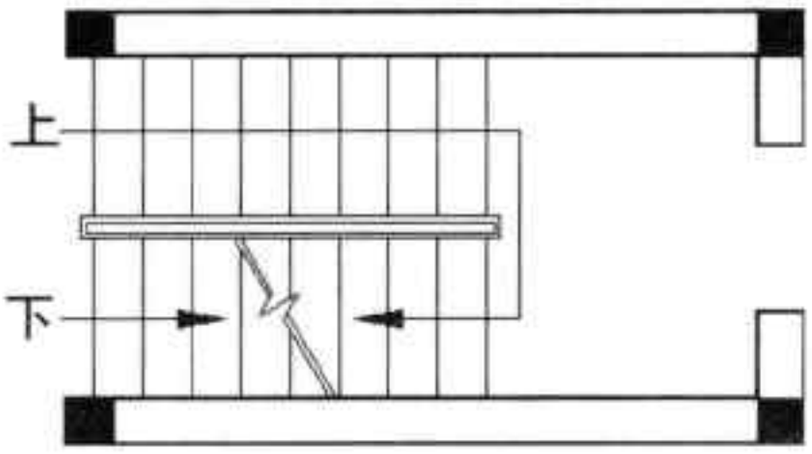

图2-30 打开局部的图形文件
Step 04 选择完成后单击“打开”按钮，关闭对话框。此时被选中的图形已显示在绘图区中，如图2-30所示。